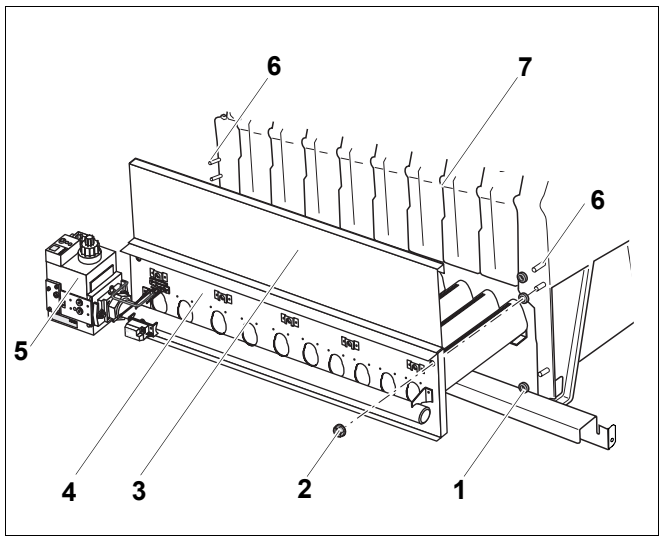

Rys. 43 Montaż palnika gazowego
- Nałożyć element dystansowy (rys. 43, **poz. 1**) na śruby dwustronne (rys. 43, **poz. 6**) kotła grzewczego.
- Zawiesić pokrywę wyczystkową (rys. 43, **poz. 3**) nad tabliczką znamionową palnika (rys. 43, **poz. 4**) na żebro żeliwne (rys. 43, **poz. 7**) bloku kotła.
- Wsunąć palnik gazowy do komory spalania (rys. 43). Armatura gazowa (rys. 43, **poz. 5**) musi się znajdować z tyłu kotła grzewczego.
- Zamocować palnik gazowy (rys. 43) i pokrywę wyczystkową (rys. 43, **poz. 3**) nakrętkami z włożonymi podkładkami (rys. 43, **poz. 2**) na śruby dwustronne (rys. 43, **poz. 6**).